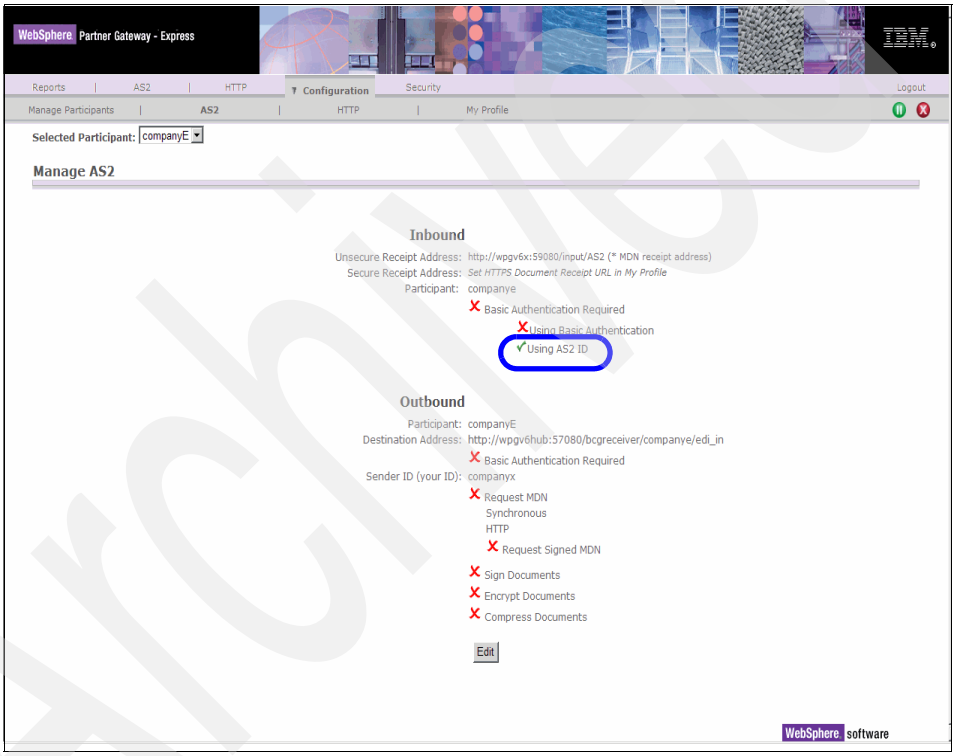

Figure 10-4 Editing the AS2 settings related to partner CompnayE
7. In the Manage AS2 window (Figure 10-4), for Selected Participant, select **Company E**. When you see the current settings, click **Edit**.